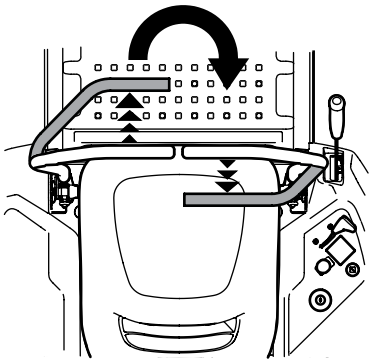

Figura 3-11
2. Para girar en el sentido de las agujas del reloj, mueva la palanca de control de la transmisión izquierda hacia adelante mientras mueve simultáneamente la palanca de control de la transmisión derecha hacia atrás. Consulte la Figura 3-11.